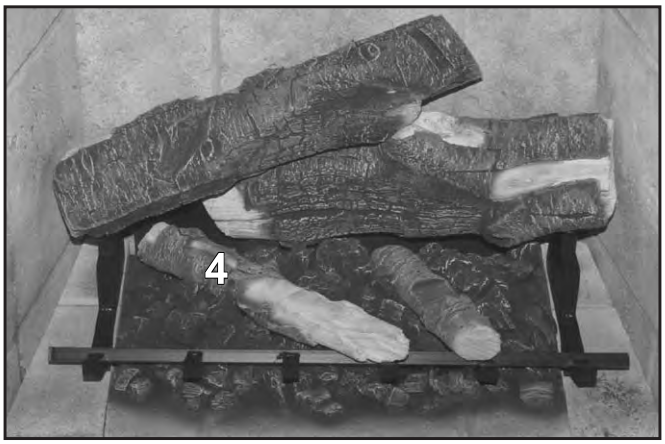

Figure 76: Log 4 in Place.
4. Log 4 sits in a groove molded into the top of the burner top. See the details in Figure 76 showing the indexing key on this log.